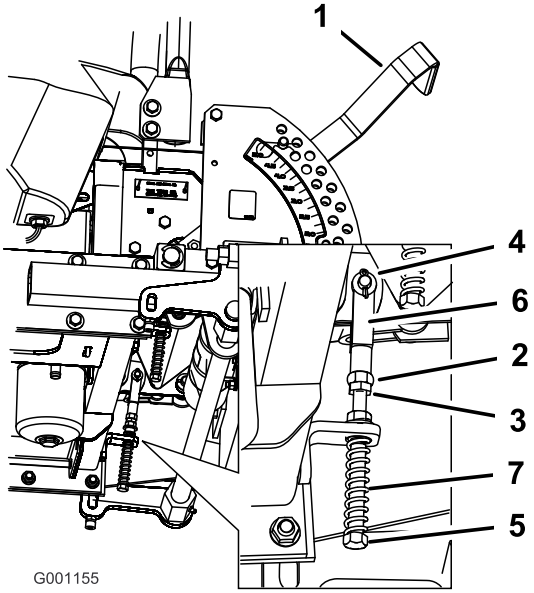

Figur 74
8. Hvis justering er nødvendig, skal møtrikken og kontramøtrikken løsnes mod gaflen (Figur 74).
9. Foretag et let, bagudgående tryk mod bevægelseshåndtaget, og drej hovedet på justeringsbolten i den rigtige retning, indtil håndtaget sidder i midten i neutral låseposition (Figur 74).
10. Spænd møtrikken og kontramøtrikken (Figur 74).